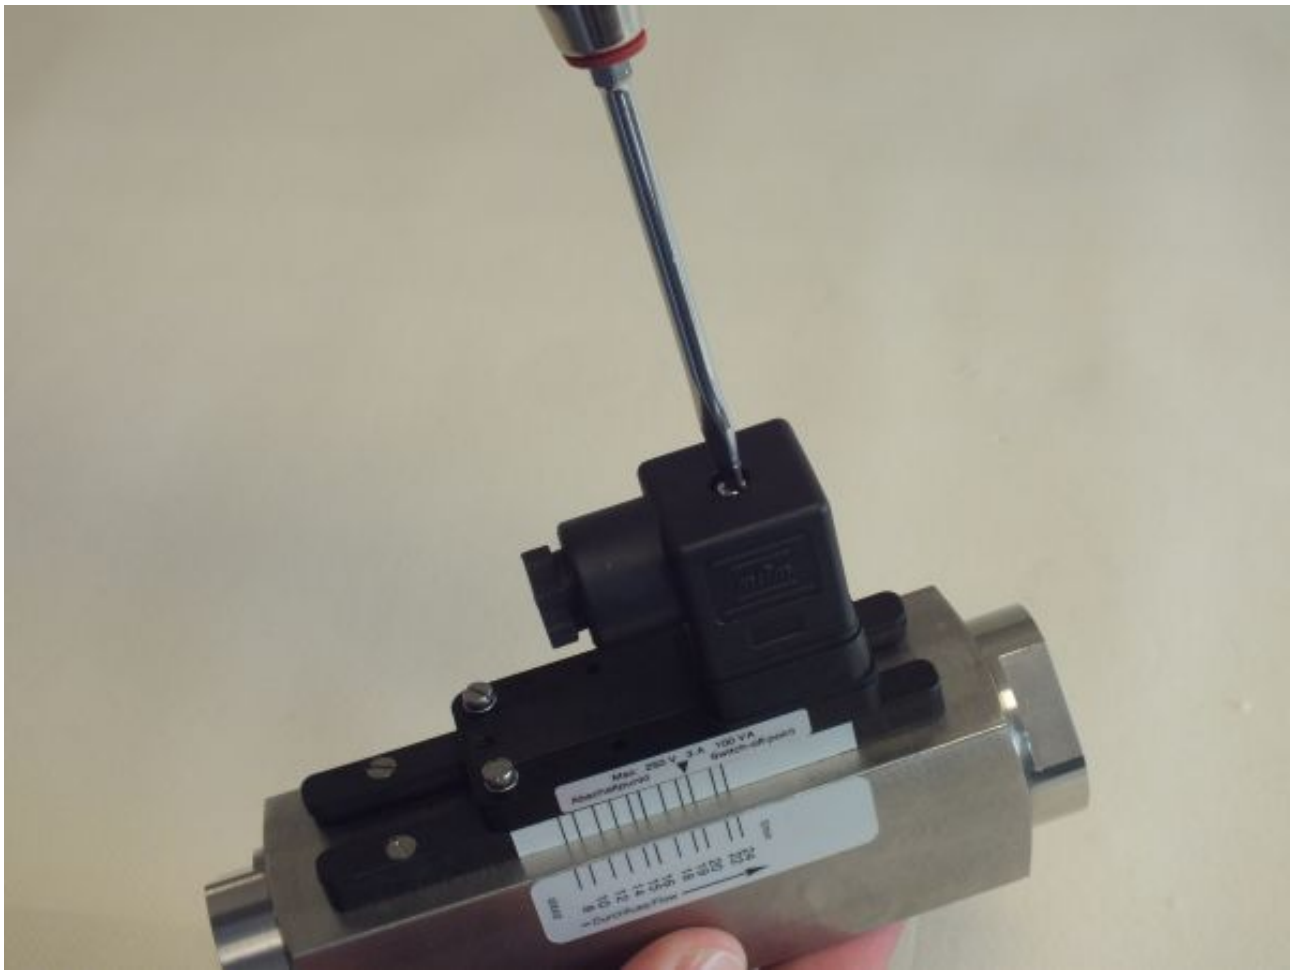

Fig. 66: Loosen female socket
1. Loosen the fixing screw of the female socket (*Fig. 66*) with a flat-bladed screwdriver.